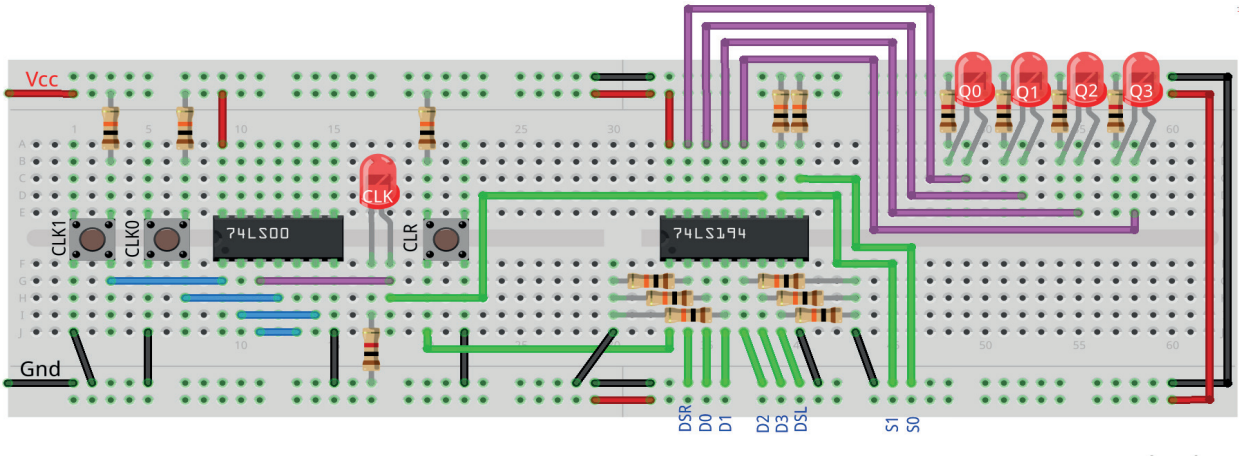

Figura 11.19 – Disposição dos componentes na placa de montagem.
1. Monte o circuito na placa de montagem, conforme figura 11.19.